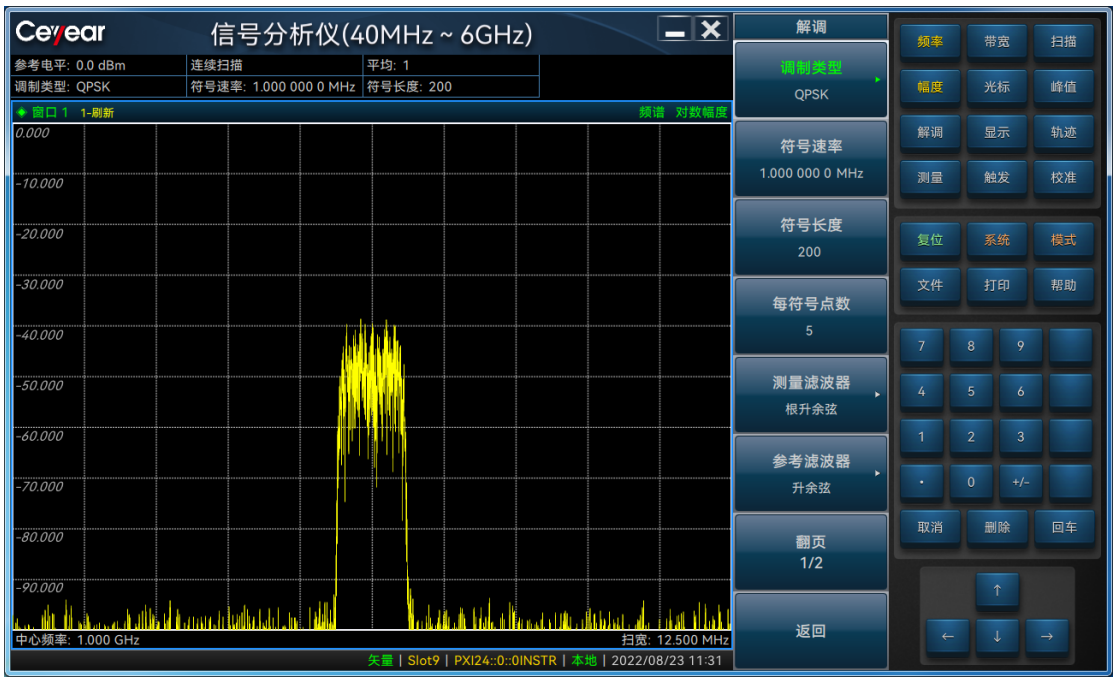

图 3.20 解调参数设置图
- 在软菜单里设置调制类型（解调制式)、测量滤波器(滤波器类型）等解调参数，如图 3.20 所示。